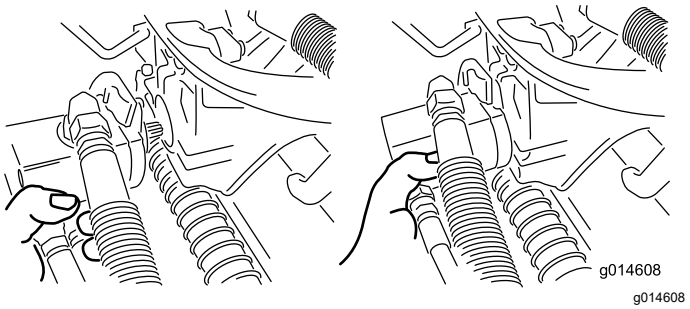

Rysunek 51
3. Umieść silnik w magazynku znajdującym się z przodu ramienia podwieszonego (Rysunek 51).